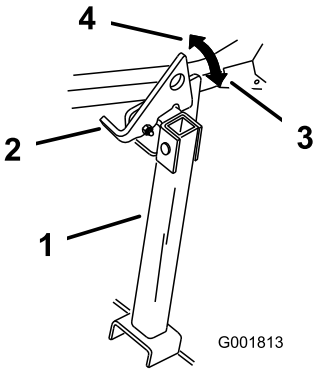

Figur 35
2. Hev spaken til ulåst stilling (Figur 35).